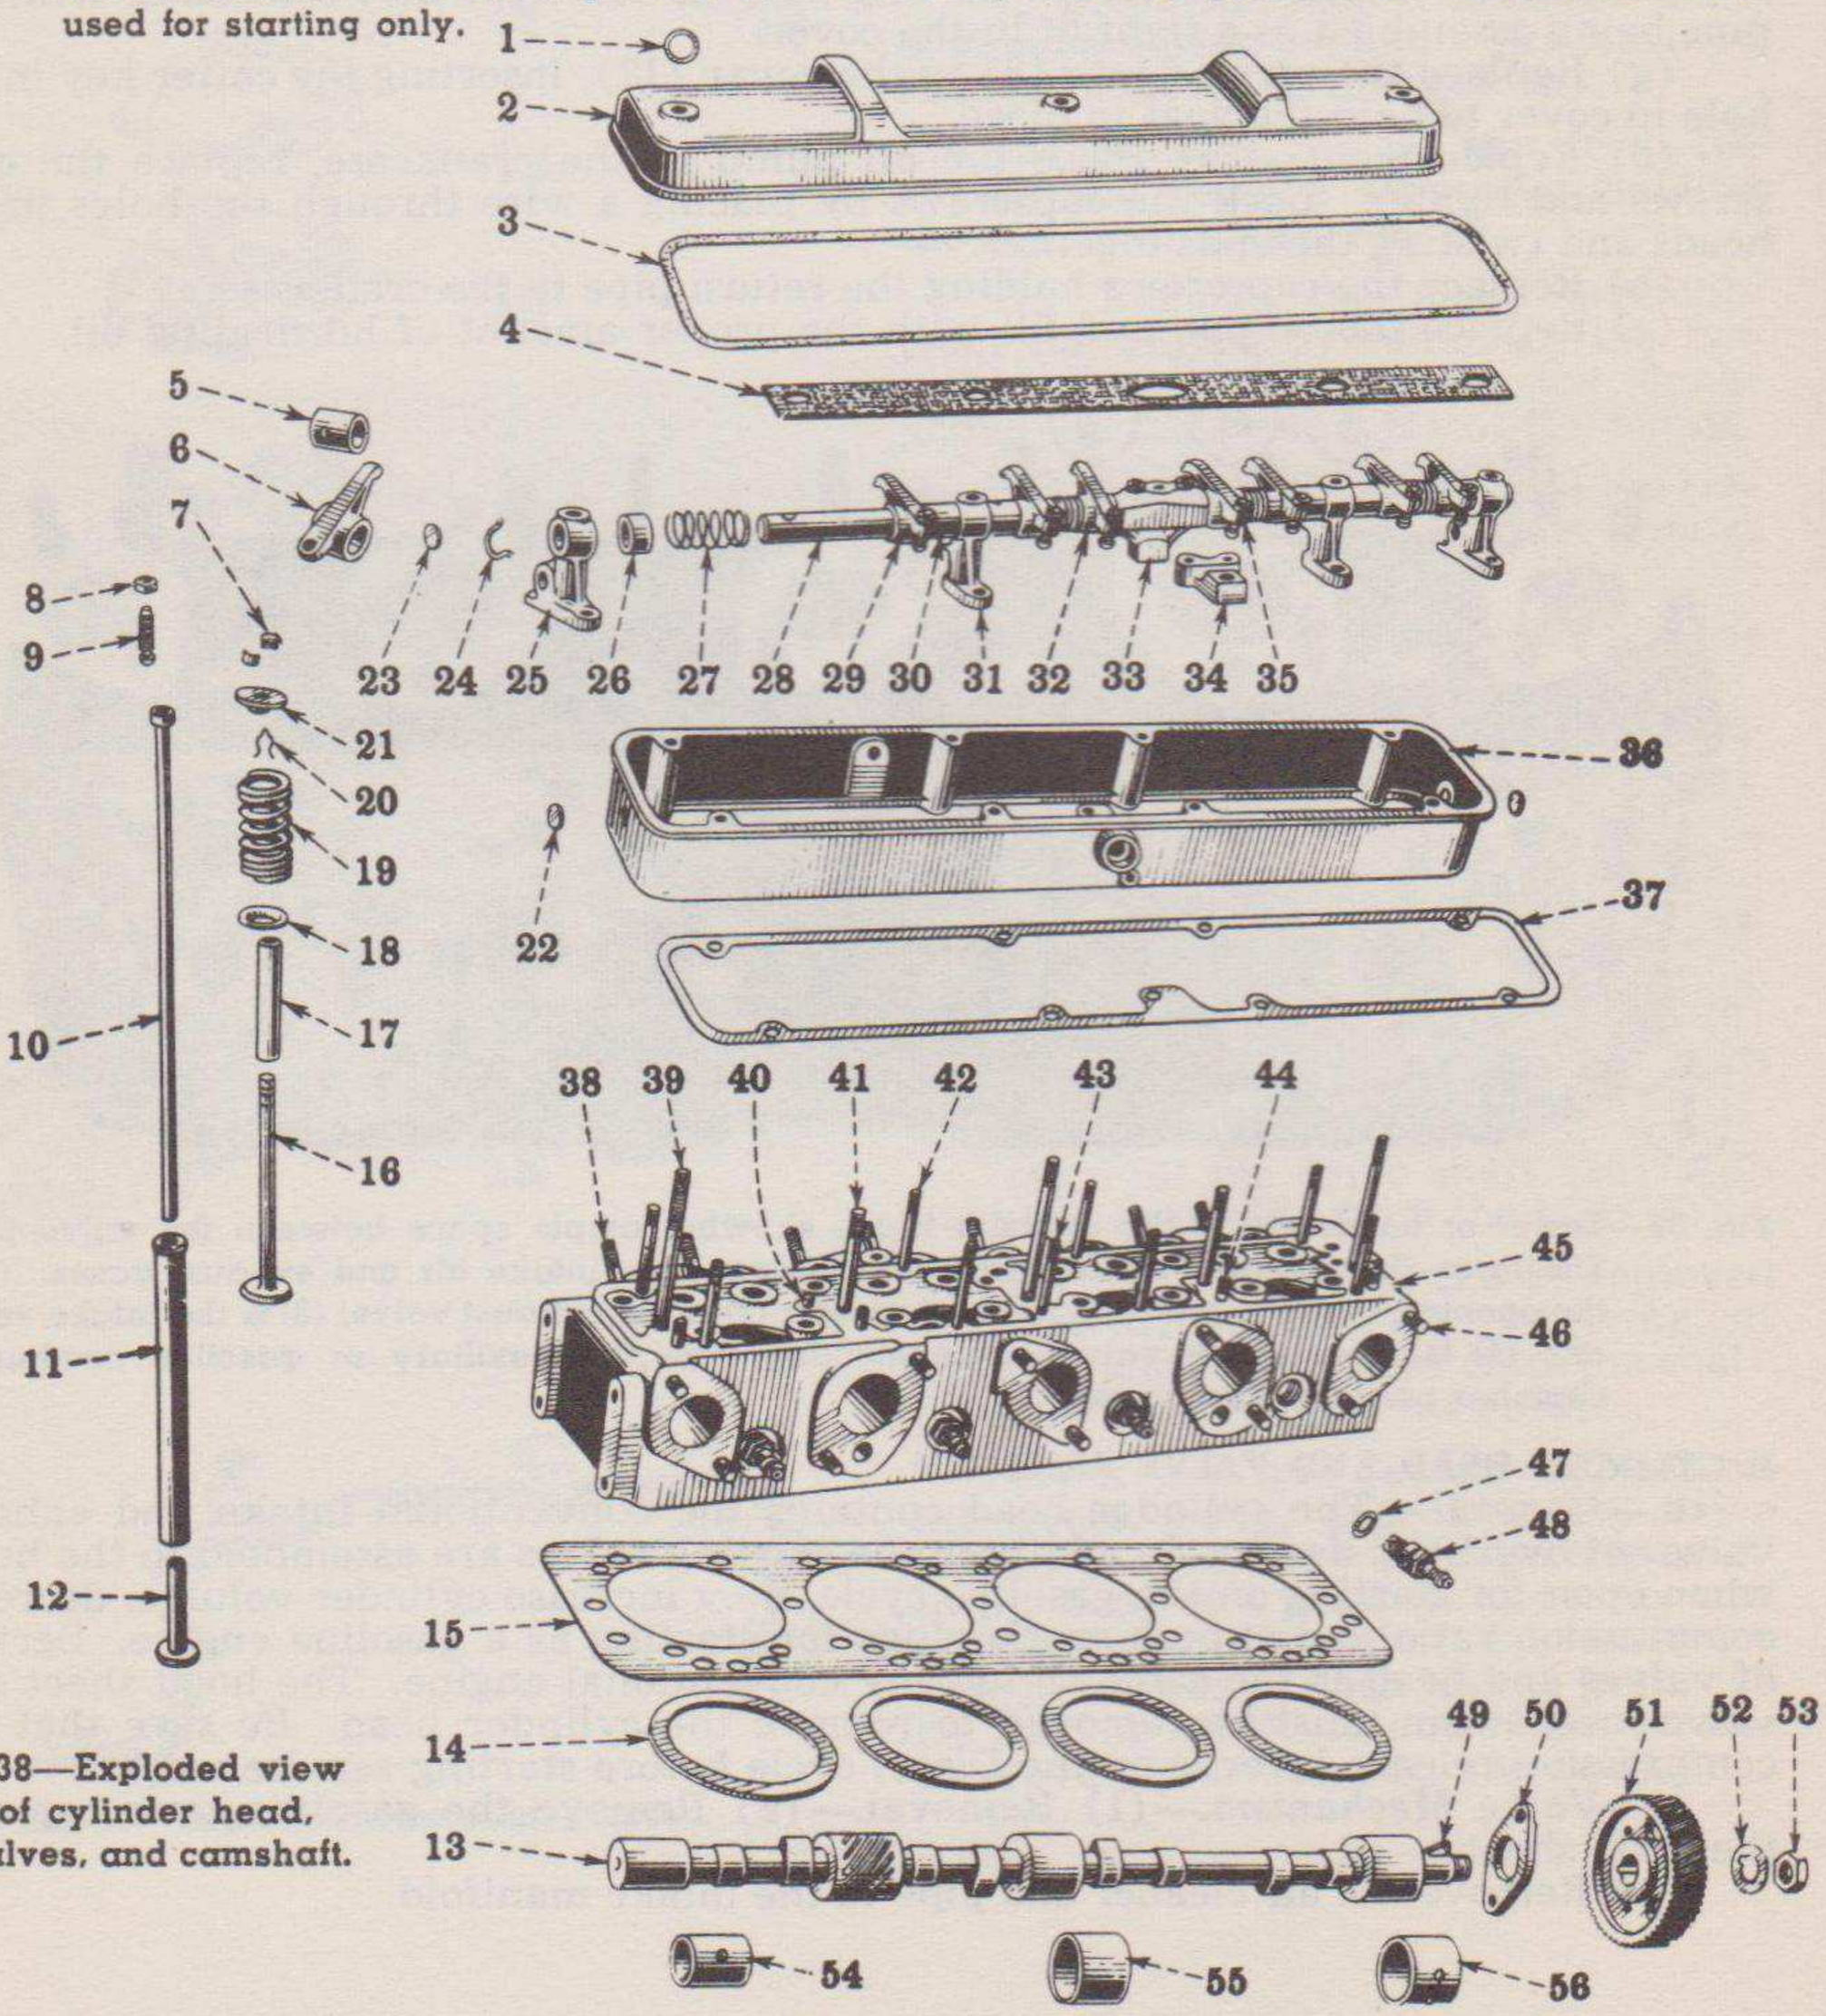
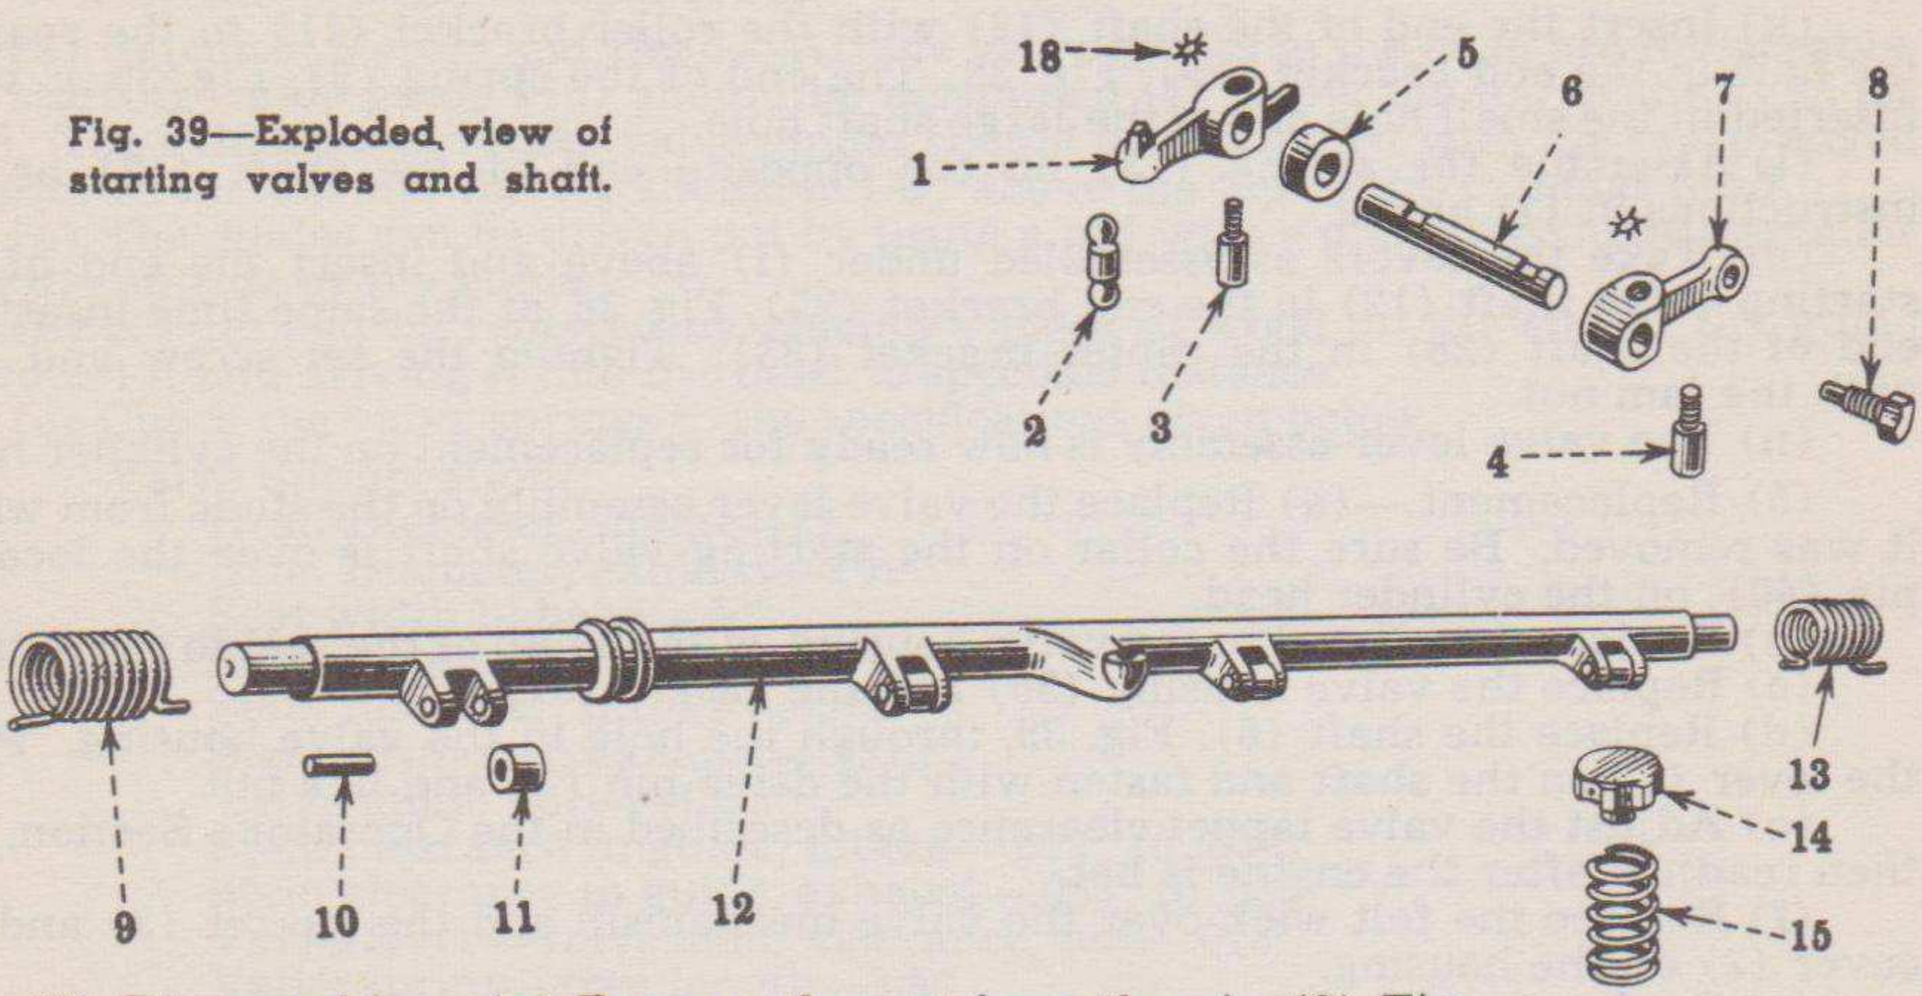

Fig. 38—Exploded view of cylinder head, valves, and camshaft.
Fig. 39—Exploded view of starting valves and shaft.
(c) Remove three nuts with copper gaskets (1), Fig. 38, from valve housing cover (2) and lift it off with gasket (3).
(2) Disassembly.—(a) Remove the nut from the pin (3) Fig. 39, and drive out the pin.
(c) Loosen the jam nuts and set screws on the center bracket (33), Fig. 38. The shafts (28) with levers, springs, and spacers are now slipped out of the bracket (33).
(4) Reassembly.—(a) To assemble rocker arms on the left hand side, place the retainer ring (24) on shaft (28) and slip on end bracket (25) with the hole for the starting valve shaft (12), Fig. 39, away from you and be sure the notch on the right hand end of the shaft (28), Fig. 38, is on top.
(j) Place the spring (9), Fig. 39, on the shaft (12) so that the short end hooks under the bracket carrying the roller (11). The end of the spring must be on the under side of the bracket.
(k) Insert the end of the shaft (12) with the roller bracket (11) to the rear, in the hole in the end bracket (25), Fig. 38. The end of the spring (9), Fig. 39, is to be inserted in the small hole above the large shaft hole.
(m) Take the levers as assembled under (i) above and insert the end of the starting valve shaft (12) in the end bracket (25), Fig. 38, at the same time insert the end of the shaft (28) in the center bracket (33). Tighten the set screw and lock with the jam nut.
(d) Replace the shaft (6), Fig. 39, through the hole in the valve housing. Place the lever (1) on the shaft and fasten with the drive pin (3) and hex nut.
(h) Connect the lever (7), Fig. 39, to the starting mechanism.
(1) Removal.—(a) Remove the hood sheet, air cleaner, and pipe to the intake manifold, the valve-lever housing and valve rocker arms as described under the Valve Mechanism just preceding.
(m) Remove the push rods (10), Fig. 38.
(c) To remove the starting valves (17), Fig. 39, remove the cotter key from the retainer (14) and unscrew it. The valve can then be removed from the head. Be sure to keep the valves in proper order.
(3) Repair of Valves and Head.—All the valve guides in the head are replaceable. The starting-valve guide (16) should be assembled $\frac{15}{16}$" below the top of the cylinder head. The exhaust and intake valve guides should be assembled with the sharp-edged chamfer at the top and the top shoulder 1⅜" above the top of the cylinder head.
(4) Reassembly.—(a) Clean all the carbon off the top of the pistons and cylinder head. Remove all foreign material off the mating surfaces of the engine block and cylinder head. Do not let any carbon or dirt fall into the engine through the push-rod openings or in the cylinders.
(b) Insert the valves in the cylinder head in proper order and support them with a block of wood. As each valve is inserted, place the lower seat (18), Fig. 38, with the outside edge of the seat on the cylinder head and replace the retainer (20).
(d) Replace the starting valve (17), Fig. 39, in the head in proper order; place the springs (15) on the stems and screw the retainers (14) down until they are .240" to .250" above the cylinder head. Then replace the cotter keys.
(e) Place the gasket rings (14), Fig. 38, on the cylinder block with flange side facing up. Note: In the event new gasket rings are not available when reassembling the engine, the old rings should be annealed. These gasket rigs, being made of copper, becomes hardened in use. Annealing restores flexibility, which facilitates maintaining a gas-tight seal. To anneal the gasket rings, heat to a dull red heat and quench in water.
(h) Following the sequence given on the chart, Fig. 39-A, start with Number 1, drawing each nut down with a little tension. Repeat the operation several times, drawing the nuts down a small amount each time. Check with a torque-tension wrench to see how much the nuts have been tightened. The nuts are to be tightened to 170 ft. lbs.—repeat the operation with the torque-tension wrench. After nuts have been drawn to the final tension go back over the nuts, following sequence diagram, to make sure that those already tightened are not now below 170 ft. lb. torque because the entire head has been pulled down.
(m) Adjust clearance between retainer (14), Fig. 39, and cam roller (11) as described under the starting system in this maintenance part.